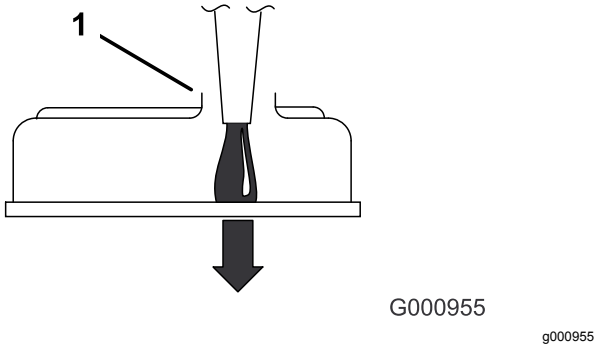

**Figuur 70**
***Belangrijk:*** **Vul de olie zeer langzaam bij en zorg ervoor dat de vulopening niet verstopt raakt (Figuur 70). Al u te snel olie bijvult of de opening verstopt raakt, bestaat de kans dat de olie overloopt en de luchtinlaten verstopt raken. Hierdoor kan de motor schade oplopen.**